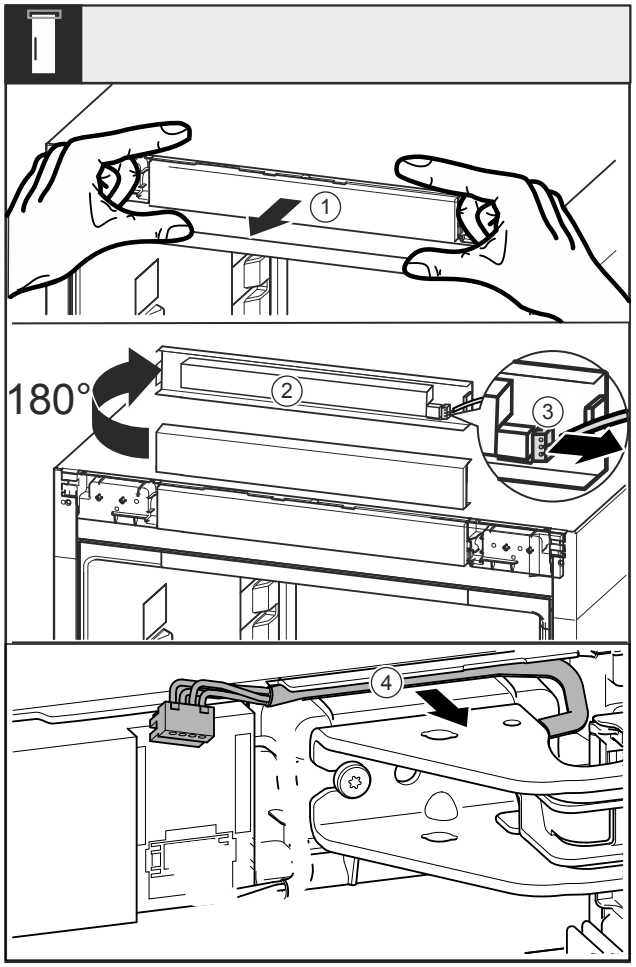

Fig. 17
▶ 小心地向前松开隔板 *Fig. 17 (1)*。
▶ 将隔板 *Fig. 17 (2)*向上旋转 180°。
▶ 向后按住插头上的止动凸缘 *Fig. 17 (3)*，并小心地拉出插头。
▶ 将托架上方电缆 *Fig. 17 (4)*从导向装置上松开。